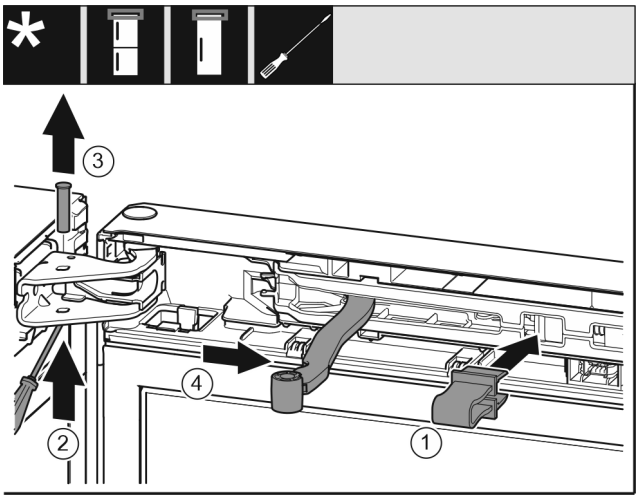

Fig. 10
▶ Nofiksējiet aizturi *Fig. 10 (1)* atverē.
▶ Izbīdiet tapu *Fig. 10 (2)*.
▶ Izņemiet ārā tapu *Fig. 10 (3)* uz augšu.
▶ Pagrieziet šarnīru *Fig. 10 (4)* durvju virzienā.